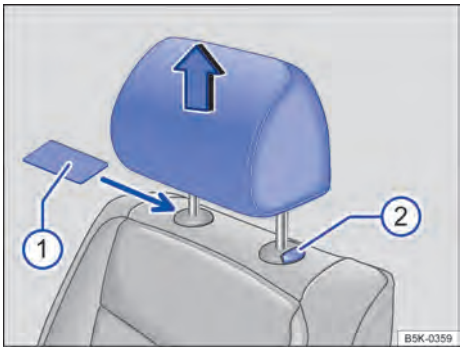

Fig. 48 Desinstalar o apoio para cabeça dianteiro ou traseiro.
- Se necessário, empurrar um objeto plano, por exemplo, um cartão de plástico, entre o revestimento do encosto do banco e a capa de cobertura da barra guia do apoio para cabeça ⇒ Fig. 48 ① para destravar.
- Retirar o apoio para cabeça com o botão ② pressionado.